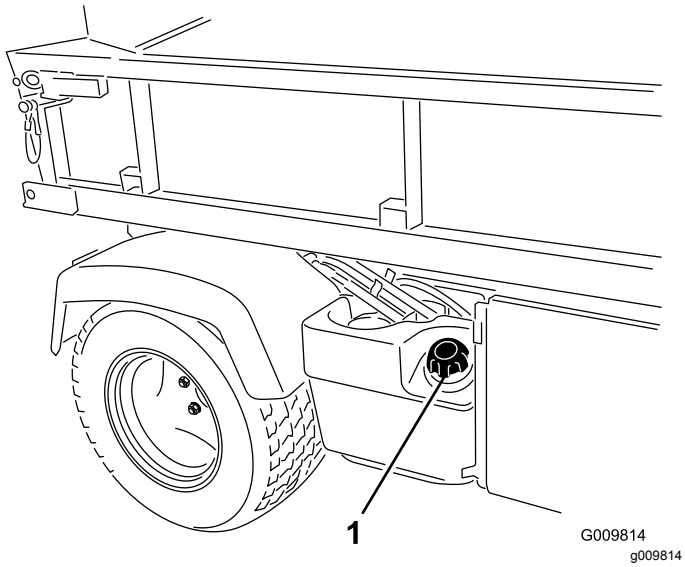

**Figuur 18**
2. Verwijder de dop van de brandstoftank (Figuur 18).